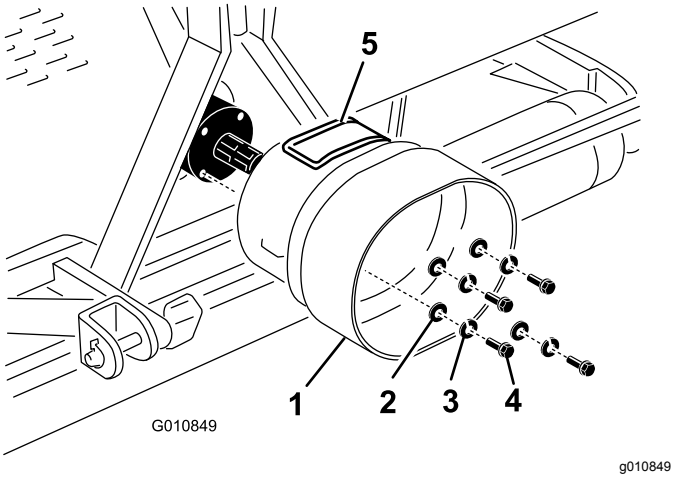

**Figuur 22**
1. Verwijder de 4 bouten, borgringen en platte ringen die aan de achterzijde van de tandwielkast van de beluchter zijn bevestigd (Figuur 22).
2. Monteer het aftakasscherm aan de tandwielkast van de beluchter met het bevestigingsmateriaal dat u eerder hebt verwijderd (Figuur 22).
Lijn het inspectieluik (Figuur 22) van het aftakasscherm uit met de bovenkant of de zijkant, afhankelijk van de configuratie van het frame van de beluchter.
**Opmerking:** U kunt het inspectieluik (Figuur 22) openen om het verwijderen en monteren van het montagemateriaal van de aftakas te vergemakkelijken.